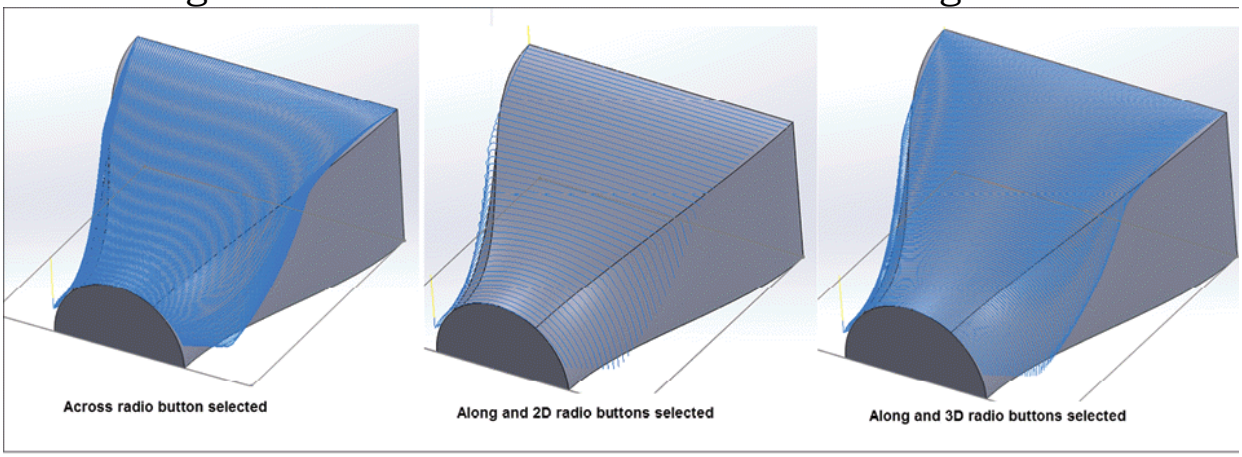

Figure-53. Selection of 2D, 3D, Across and Along toolpaths
- Select desired radio button and option from the **Project** drop-down to define shape of blend toolpath. Effect of selecting different combinations is shown in Figure-53.